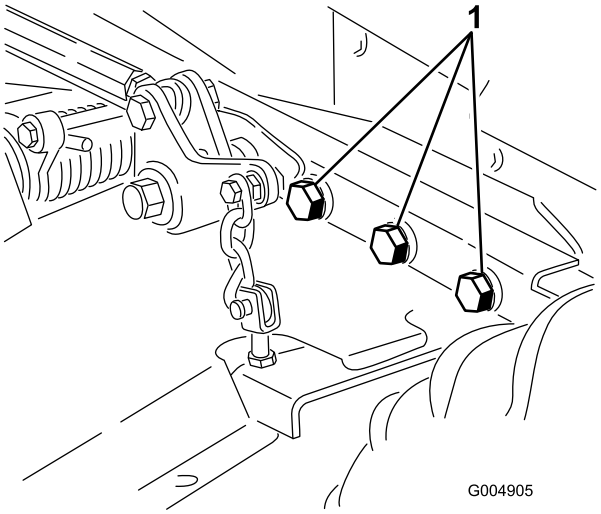

**Figur 66**
4. Kontrollera alla fästelement och dra åt dem om de är lösa. Dra särskilt åt de sex skruvarna som fäster klippdäcksramen på traktorenheten (Figur 66) till ett moment på 359 Nm.